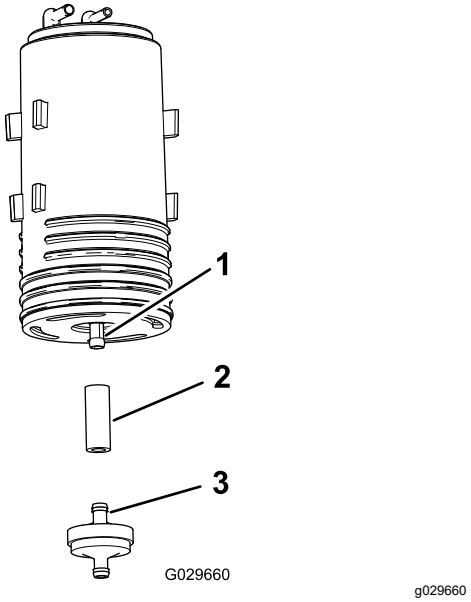

Figuur 51
4. Verwijder het koolstofhouderfilter en het korte gedeelte van de slang van de onderste fitting van de oude koolstofhouder (Figuur 51).
5. Monteer de slang op de onderste fitting van de nieuwe koolstofhouder (Figuur 51).
6. Steek de fitting van een nieuwe koolstofhouderfilter in de slang (Figuur 51).